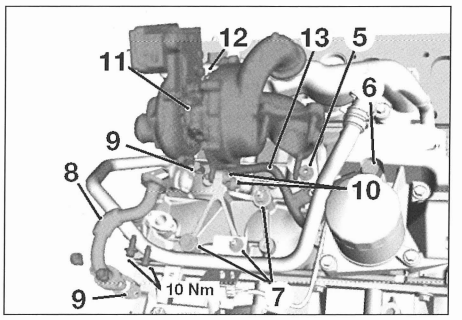

FIG. 35
• Desmontar la tuerca (5) de fijación del tubo de alimentación de aceite de turbocompresor **(fig. 35).**
- el perno banjo (6) del tubo de alimentación de aceite de turbocompresor.
- los tornillos y tuercas de fijación (7) del soporte de turbocompresor.
• Desmontar el tubo de retorno de aceite (8) de turbocompresor.
• Recuperar las juntas del tubo (9) de retorno de aceite.
- los tornillos de fijación (10) del turbocompresor en el soporte.
- el turbocompresor (11)
• Aflojar el rácor banjo (12) del tubo de alimentación de aceite en el turbocompresor.
• Separar el tubo de alimentación de aceite (13) del turbocompresor.